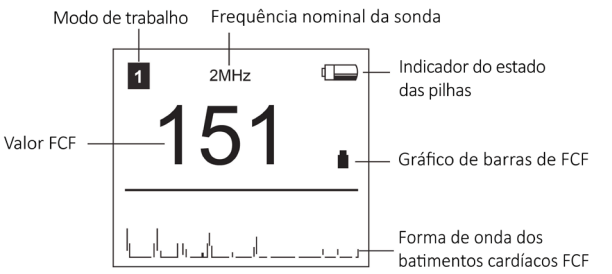

Fig. 3-4 Visor LCD
① Ligue pressionando o botão de Energia. O visor LCD é como na **Fig. 3-4.**
② Encontre a posição do feto: